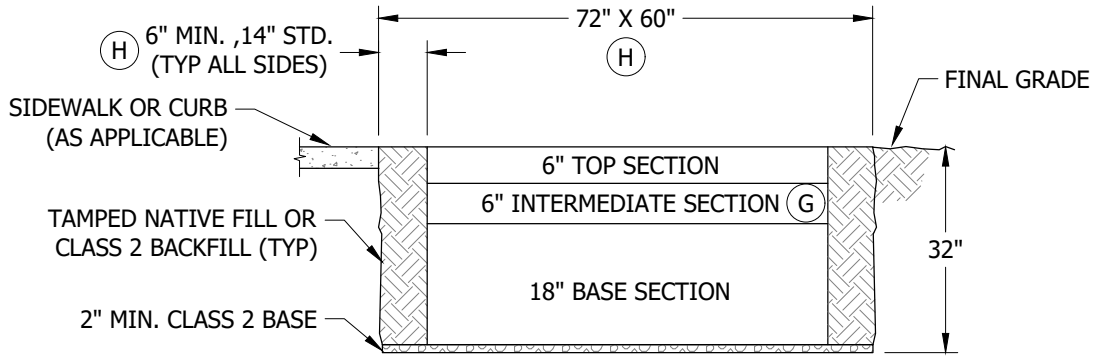

FIGURE 7
B. AFTER THE LOCATION IS ESTABLISHED, MARK OUT DIMENSIONS FOR THE EXCAVATION WIDTH, LENGTH AND DEPTH PER FIGURES 7 & 8. THE WIDTH AND LENGTH DIMENSIONS GIVEN ALLOW EXTRA SPACE FOR SETTING THE SUBSTRUCTURE AND TAMPING THE BACKFILL.